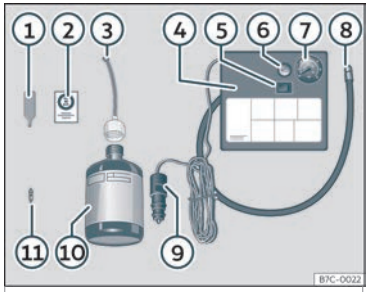

Fig. 30 Representación estándar:contido do kit antipicadas.
O kit antipicadas atópase no compartimento do maleteiro, baixo o revestimento do chan. Inclúe os seguintes compoñentes ››› **fig. 30**:
- Desaparafuse a carapucha e o obús da válvula do pneumático. Use o dispositivo ››› **fig. 30** ① para extraer o obús. Póñao sobre unha superficie limpa.
- Sacuda con forza a botella de illante de pneumáticos ››› **fig. 30** ⑩.
- Enrosque o tubo de inflamento ››› **fig. 30** ③ na botella de illante. O precinto da botella romperá automaticamente.
- Retire o tapón do tubo de carga ››› **fig. 30** ③ e enrosque o extremo aberto do tubo na válvula do pneumático.
- Volva a colocar o obús co dispositivo ››› **fig. 30** ① na válvula do pneumático.
- Enrosque o tubo de inflamento do pneumático do compresor ››› **fig. 30** ⑧ na válvula do pneumático.
- Asegúrese de que o parafuso de evacuación de aire estea pechado ››› **fig. 30** ⑥.
- Acople o conector ››› **fig. 30** ⑨ á toma de corrente de 12 voltios do vehículo ››› **páx. 143**.
- Conecte o compresor de aire con conmutador ON/OFF ››› **fig. 30** ⑤.
- Pegue o adhesivo ››› **fig. 30** ② no cadro de instrumentos, dentro do campo visual do condutor.
Enrosque de novo o tubo de inflamento ››› **fig. 30** ⑤ e comprobe a presión no manómetro ⑥.